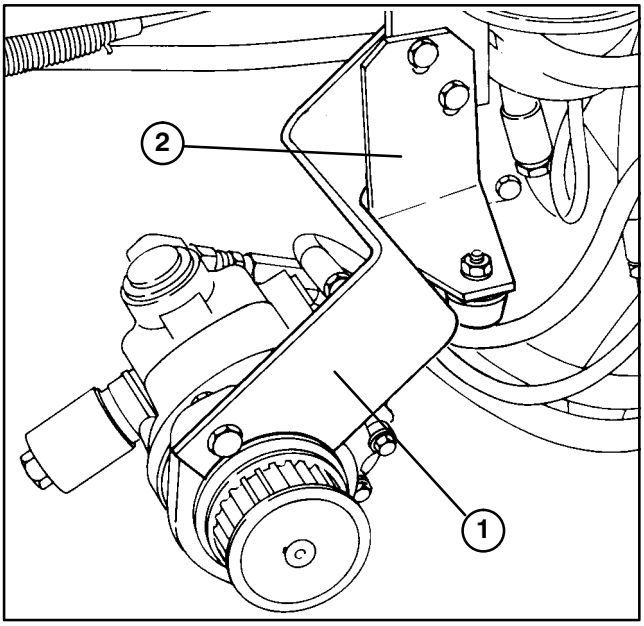
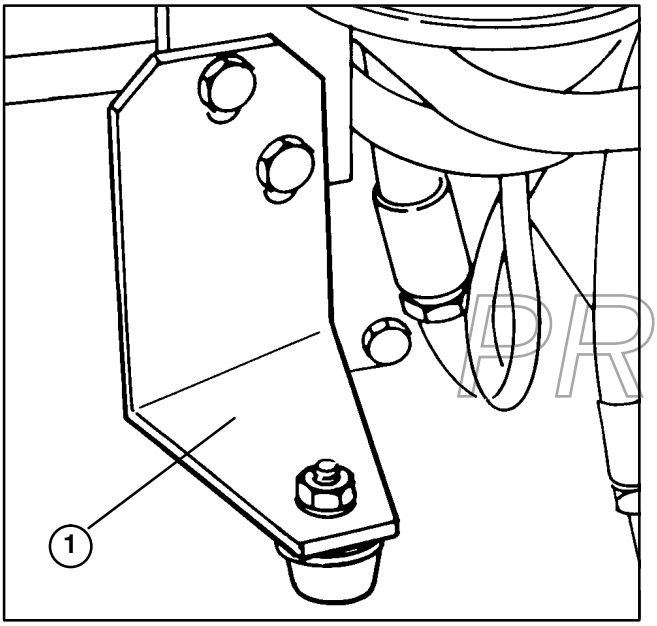

Figure 8
Figure 9
3. Remove (2) capscrews and flange nuts securing shipping bracket and bumper bracket to right side of frame (Fig. 8). Remove shipping bracket and reinstall bumper bracket to frame (Fig. 9).